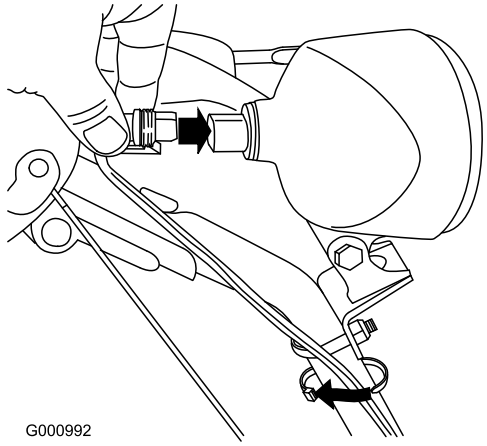

Figur 12
1. Før ledningskonnektoren inn på den løse enden av ledningen og rett inn på baksiden av frontlykten til den er godt festet (Figur 12).
Merk: Påse at plastklemmen på ledningskonnektoren er nederst (Figur 12).
2. Fest et kabelfeste (fra posen med løse deler) rundt ledningen og håndtaket omtrent 2,5 cm nedenfor U-bolt (Figur 12).